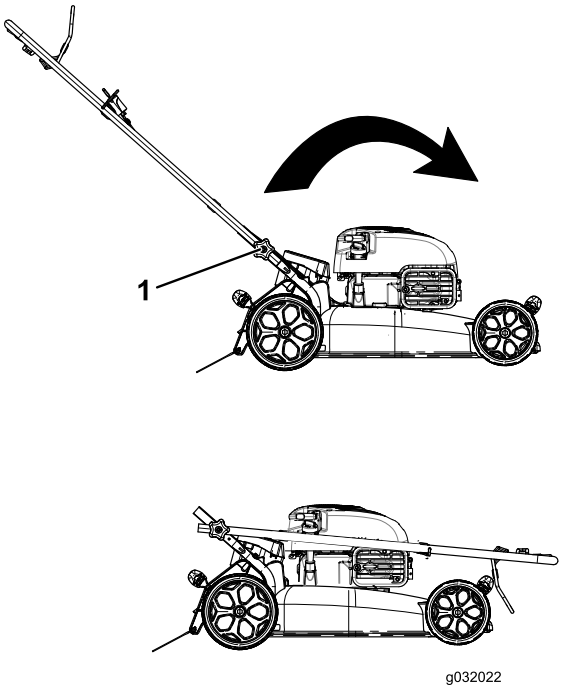

**Figur 22**
1. Lossa handtagsreglagen tills du kan röra handtaget fritt (Figur 22).
1. Handtagsreglage (2)
2. För handtaget framåt enligt Figur 22.